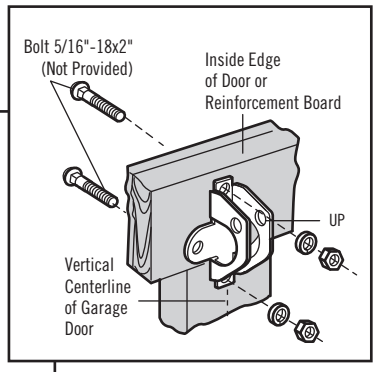

Figure 4
- Use top and bottom or side to side door bracket holes. Drill 5/16" holes through the door and secure bracket with 5/16"-18x2" carriage bolts, lock washers and nuts (not provided). (Figure 4)